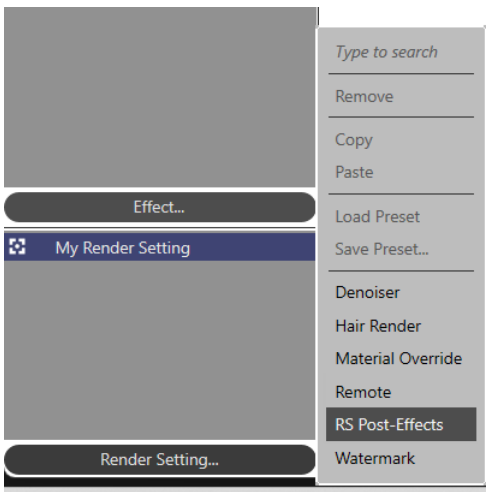

Figure 2-25 *Choosing* ***RS Post-Effects*** *from the flyout*
1. Choose the **Render Settings** tool from the Command palette; the **Render Settings** window is displayed, In this window, Choose the **Effect** button; a flyout is displayed. From this flyout, select **RS Post Effects**, refer to Figure 2-25; **RS Post Effects** is added on the left in the list. Choose it. Also choose the **Advanced** button located at the top of the list.